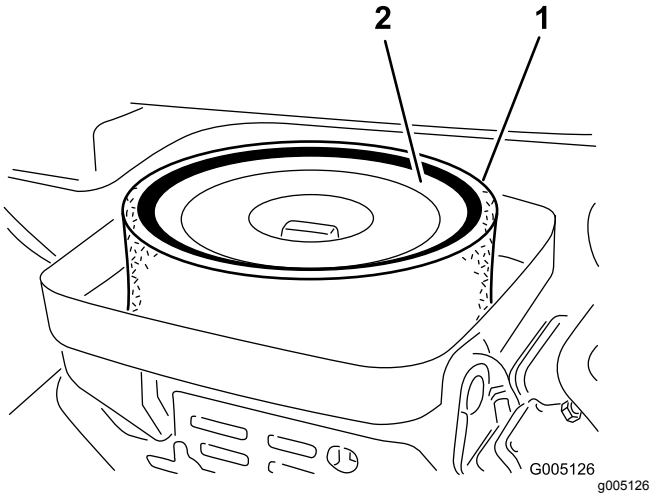

Figuur 40
3. Maak de vleugelmoer los waarmee de elementen zijn bevestigd aan de luchtfilterbehuizing (Figuur 40).
4. Als het schuimelement vuil is, moet u dit verwijderen van het papierelement (Figuur 40) Dit moet grondig worden gereinigd. Ga hierbij als volgt te werk: